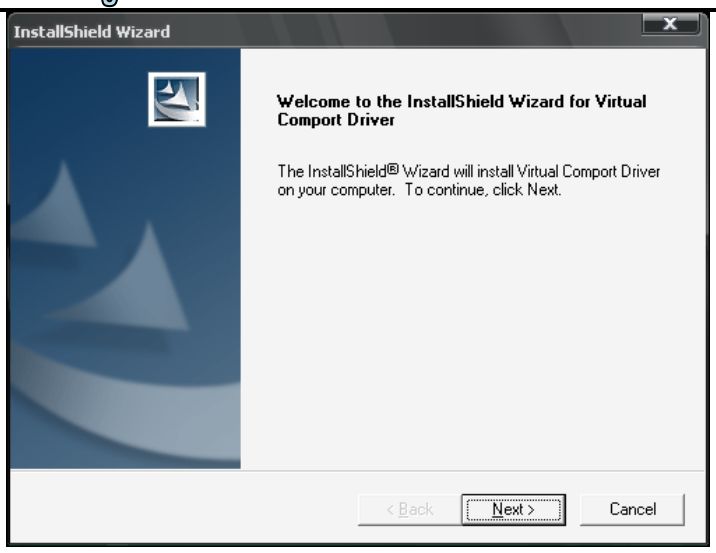

Рис.1
2) в открывшемся окне (рис. 1) нажать кнопку **"Next"**: